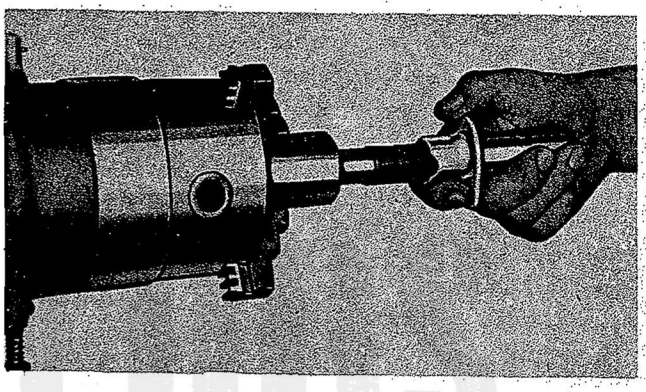

Figure 156—Polishing Tappet Guide Inside Diameter
b. Tools to be used in polishing valve tappets and guides may be made up by the operator, to be used in a small, high speed bench lathe. For polishing tappets, a draw bar or similar device for holding the tappet in the lathe is recommended. Make up a hand polishing tool consisting of a split block, hinged on one side at the split, and provided with two handles, one in each half of the block, on the side opposite from the hinge. There should be a semi-circular groove in each half of the block, forming a cylindrical hole slightly larger in diameter than the tappet when the halves of the block are brought together. Line the hole in the block with polishing cloth, apply a small quantity of finishing compound to the tappet, and polish. For polishing tappet guides, make up a hollow polishing plug, slightly smaller in diameter than the inside diameter of the tappet guide, provided with a slot in one side approximately 4 in. long. Insert a strip of polishing cloth in the slot, and wind once around the tool in the direction opposite from that of lathe rotation. Mount the polishing tool in the lathe chuck, apply a small quantity of finishing compound to the tappet guide, and polish. Refer to Figure 156.